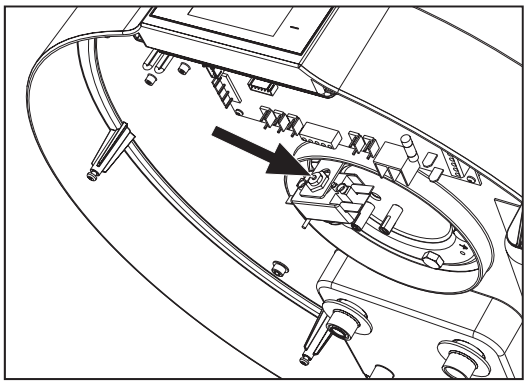

Abb. 66 - Zurücksetzen des Sicherheitsthermostats
- Setzen Sie das ausgelöste Sicherheitsthermostat manuell zurück (Abb. 66). Im Fall eines Auslösens steht der zentrale Stift des Thermostats um ungefähr 2 mm heraus.